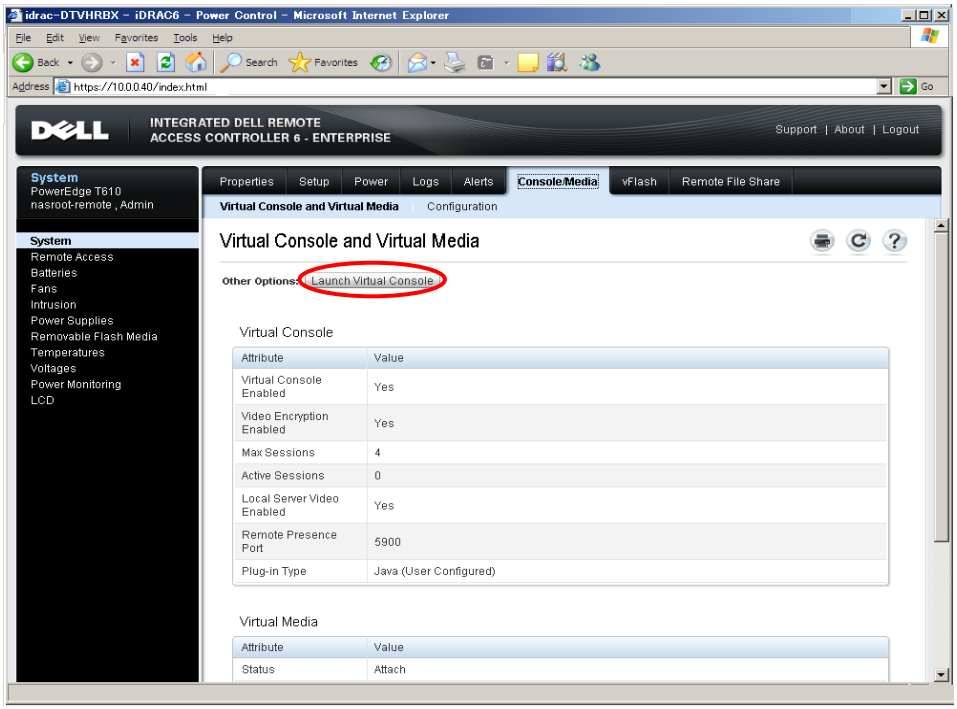

Figure B.1.4-4 Virtual Console and Virtual Media window
(6) Figure B.1.4-4 Virtual Console and Virtual Media window is displayed.